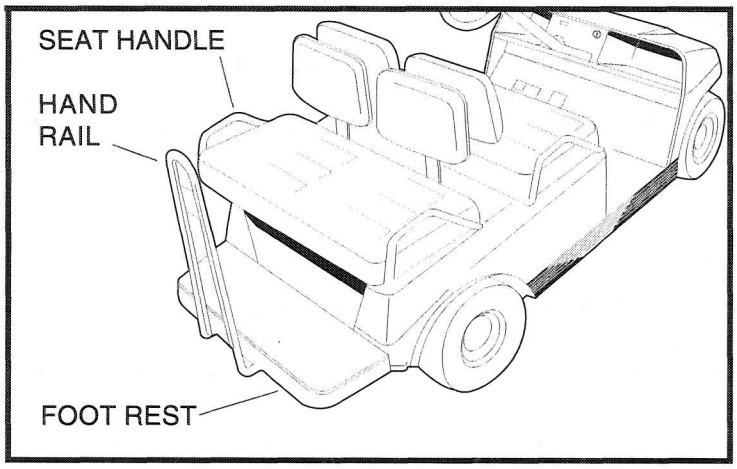

Figure 24
- PASSENGERS SHOULD HOLD ON TO SEAT HANDLES OR HAND RAILS AT ALL TIMES. (See Figure 24)